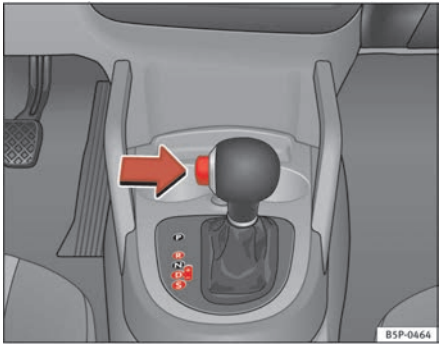

Fig. 142 Driving
– Press on the button on the selector lever knob (on the left, ⇒ page 173, fig. 142.